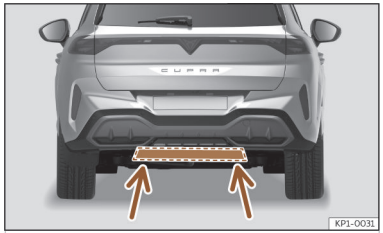

Abb. 85 Erfassungsbereich des unteren Sensors
- Wenn sich die Heckklappe nicht öffnet, wiederholen Sie den Prozess nach einigen Sekunden nochmals. Möglicherweise wurde der Erfassungsbereich des unteren Sensors nicht erreicht ››› **(Abb. 85)**.